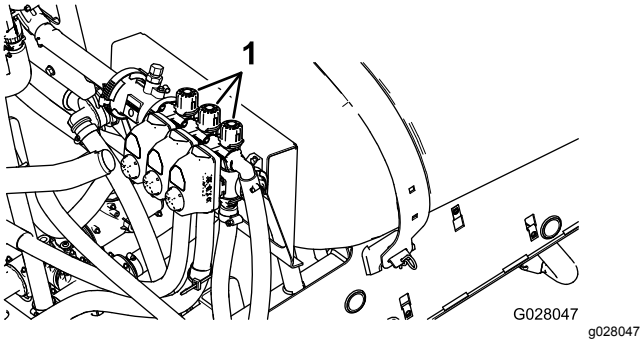

Figur 18
2. Slå av venstre seksjon og juster seksjonsomløpventilen knotten (Figur 18) helt til trykkmålingen er ved det forrige justerte nivået (vanligvis 2,75 bar eller 40 psi).
4. Juster den høyre seksjonsomløpknotten (Figur 18) helt til trykkmålingen er ved det forrige justerte nivået (vanligvis 2,75 bar eller 40 psi).
6. Juster den midtre seksjonsomløpknotten (Figur 18) helt til trykkmålingen er ved det forrige justerte nivået (vanligvis 2,75 bar eller 40 psi).